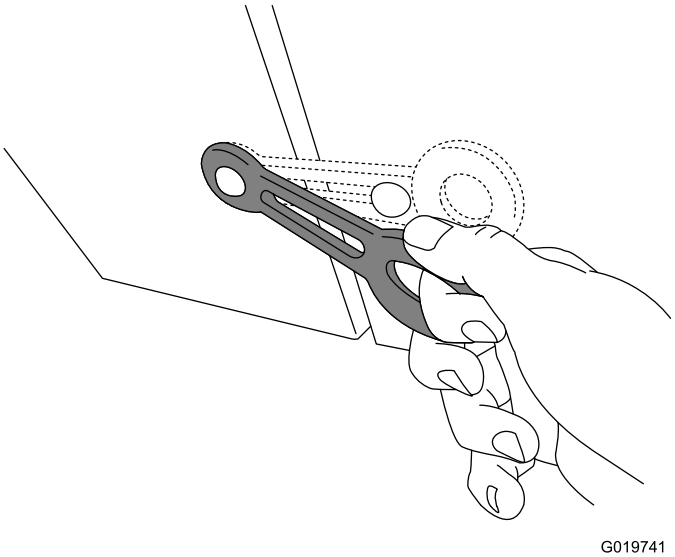

Figura 18
4. Cierre la cubierta del motor y los cierres de la cubierta (Figura 18).